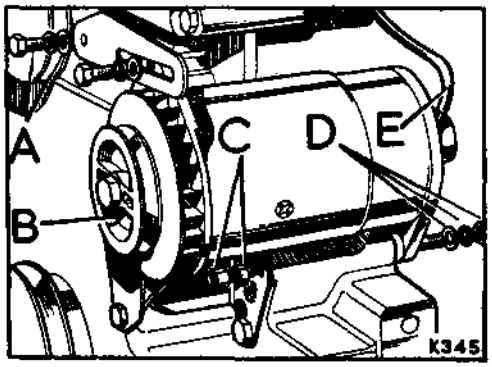

**Fig. A1-91. Dynamo fixings**
7. Fit the dynamo adjusting link, Fig. A1-91 refers. Set the fan belt tension to $\frac{5}{16}$ in. to $\frac{7}{16}$ in. (8 mm to 11 mm), checked by thumb pressure applied to the fan belt between the fan pulley and crankshaft pulley, when finally tightening the dynamo fixings.